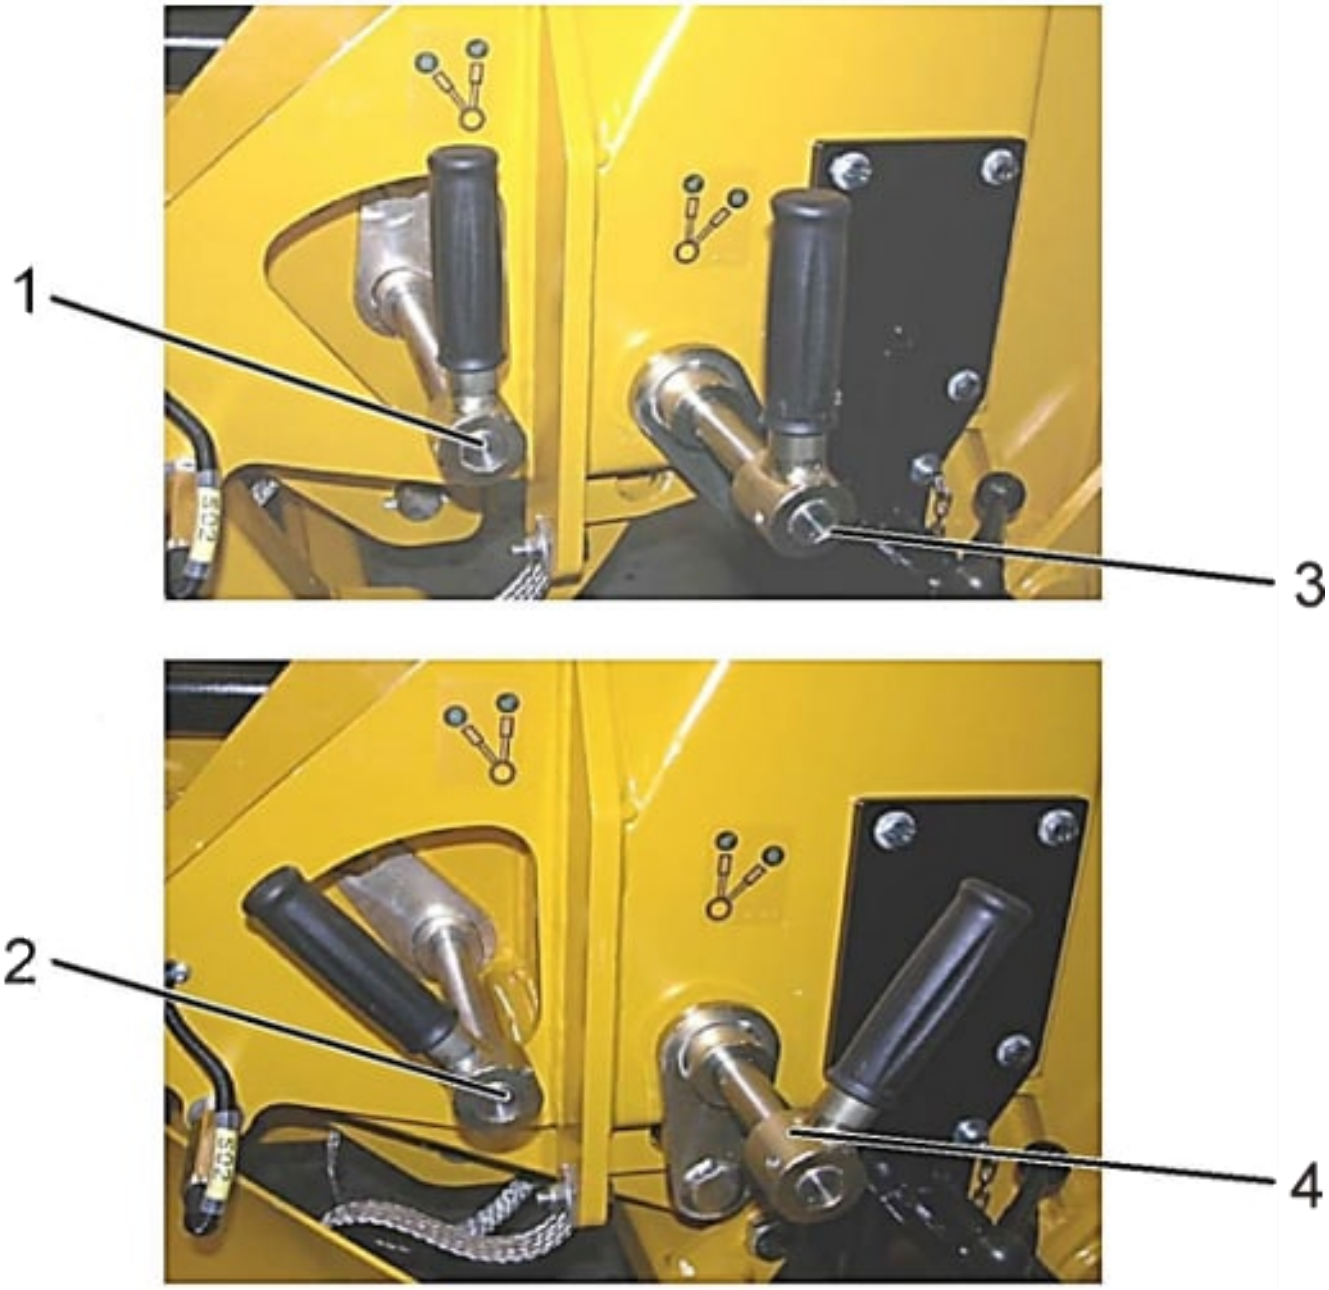

Fig. 12: Blocco della lama spazzaneve
- Sollevare il vomere secondario completamente verso l'alto, estrarre l'impugnatura, cfr. Fig. 12 (3), ruotare di circa 30º a destra, spingere di nuovo l'impugnatura in avanti, cfr. (4). Abbassare il vomere secondario in modo che poggi sul perno.